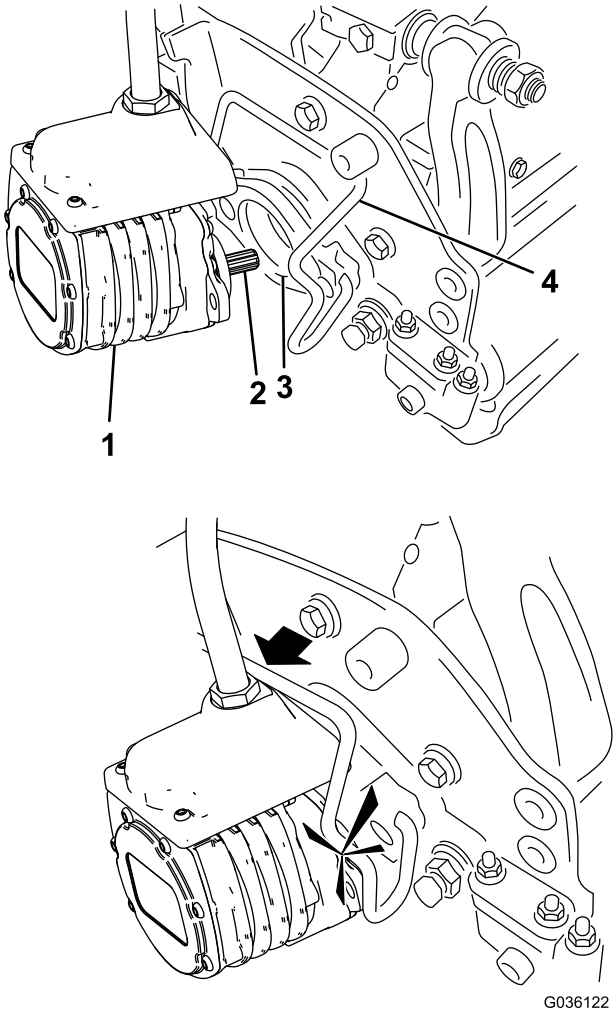

Figur 34
6. Kom rent smørefedt på notakslen på klippeenhedens motor (Figur 34).
7. Sæt motoren ind i klippeenhedens venstre side (set fra førersædet) og træk motorens holdestang på klippeenheden i motorens retning, indtil du hører et "klik" fra begge sider af motoren (Figur 34).